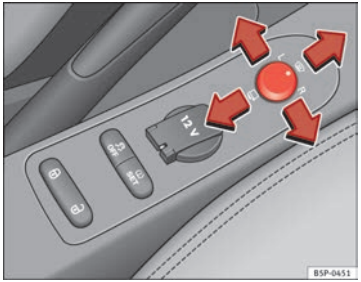

Fig. 90 Controls of exterior mirrors
1. Turn knob ⇒ fig. 90 to position **L** (**left exterior mirror**).
– Turn the control ⇒ fig. 90 to position to fold in the exterior mirrors. You should always fold in the exterior mirrors if you are driving through an automatic car wash. This will help prevent damage.